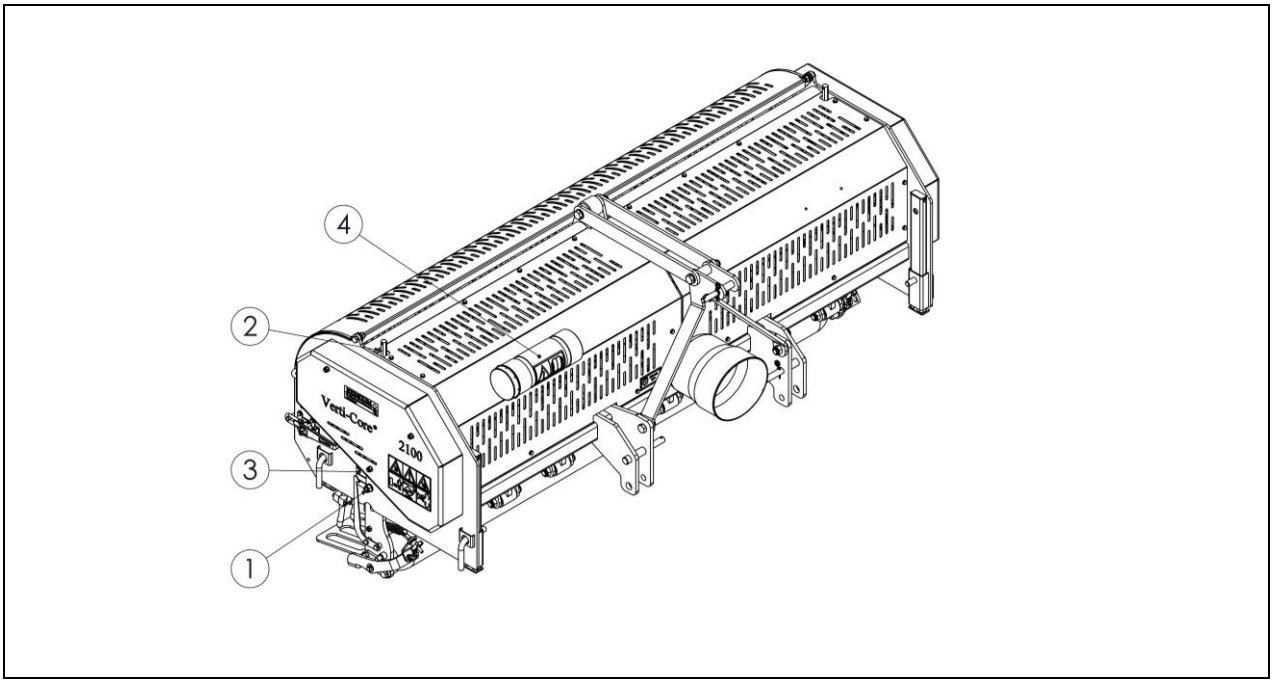

Fig. 10
The working depth can be set when the machine is lifted off the ground. (see Fig.10)
⚠ **Make sure the top link (3), see Fig. 10, is connected and tensioned in the conveyor. If this is not case, the machine could sustain serious damage.**